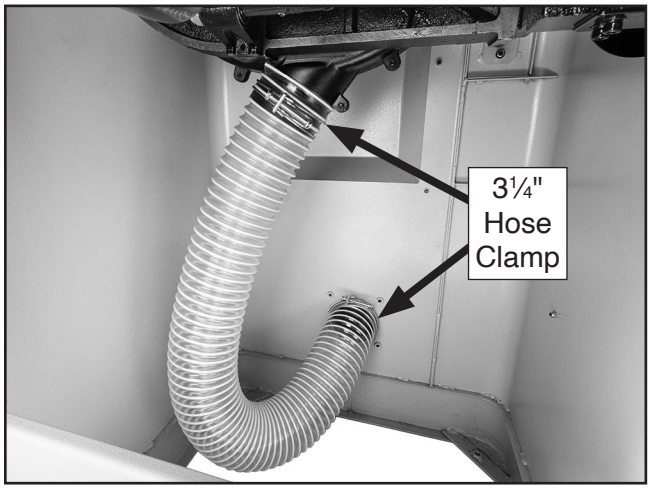

Figure 32. Dust hose connected inside cabinet.
27. Place 3¼" hose clamps over each end of 3" dust hose, then attach 3" dust hose to dust chute and dust port inside cabinet (see **Figure 32**).